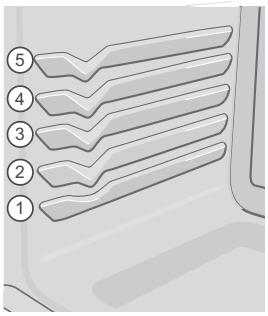
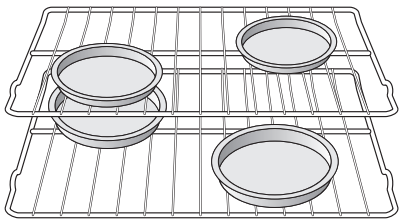

**Figure 14: Rack positions**
**Figure 15: Pan spacing**
- For best results when baking cakes using two oven racks, place bakeware on oven rack positions 1 (using a glide rack) and 4 (using a flat rack) (Figure 14) and place pans as shown in Figure 15.